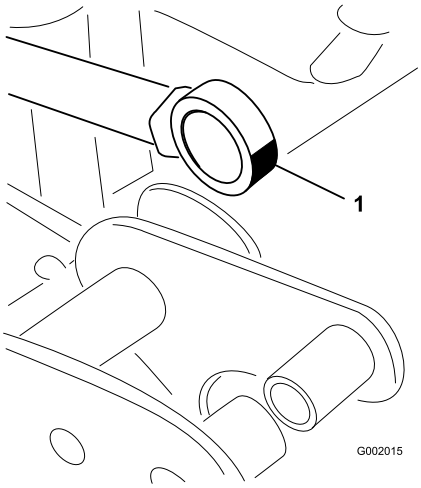

Figura 70
5. Gire la rótula y aplique grasa al cojinete (Figura 70).